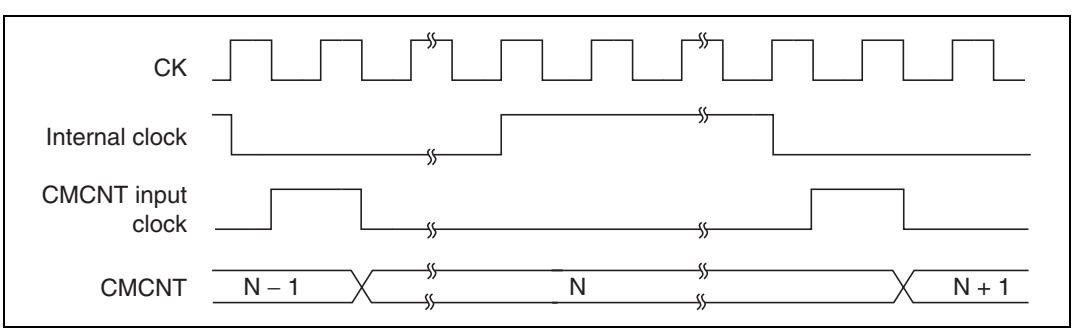

Figure 15.3 Count Timing
One of four clocks (ϕ/8, ϕ/32, ϕ/128, ϕ/512) obtained by dividing the system clock (CK) can be selected by the CKS1, CKS0 bits of the CMCSR. Figure 15.3 shows the timing.